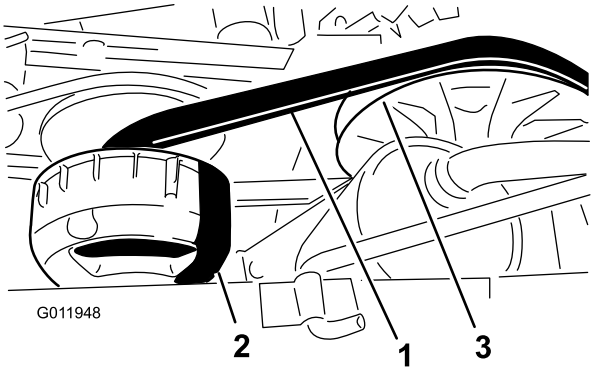

Figuur 63
4. Laat de riem (Figuur 63) ronddraaien en controleer deze op tekenen van overmatige slijtage of beschadigingen.
3. Laat de drijfriem over de secundaire koppeling ronddraaien (Figuur 63).
4. Verwijder de riem van de primaire koppeling (Figuur 63).
5. Lijn de nieuwe riem uit op de primaire koppeling (Figuur 63).
6. Laat de drijfriem over de secundaire koppeling ronddraaien (Figuur 63).